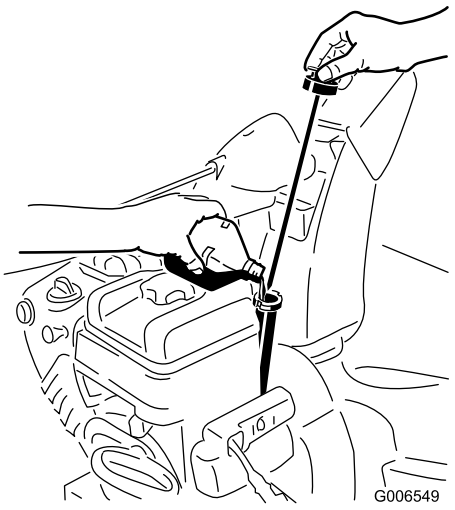

Figur 40
2. Ta ut peilestaven, og kontroller oljenivået (Figur 40). Hvis oljenivået er under Add-merket på peilestaven må du fylle på mer olje. Se Fylling av olje i motoren.